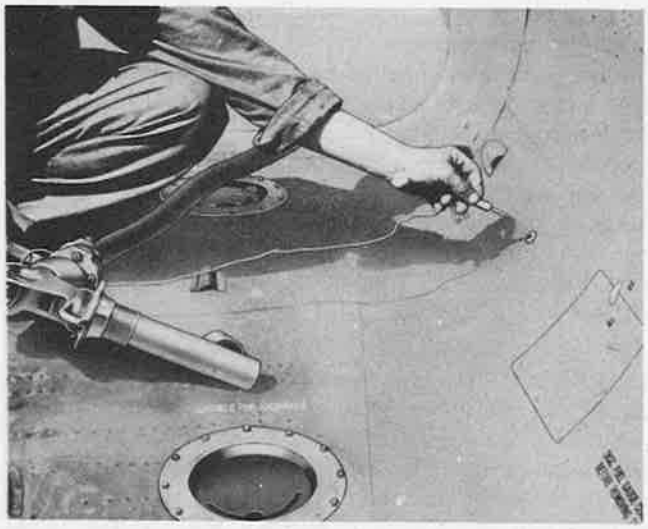

Figure 69—Bonding Fuel Discharge Nozzle to Airplane
1. INSTALLING FUEL NOZZLE GROUNDING RECEPTACLE.—On all C-47A and on early C-47B airplanes a grounding plug (AN2553) must be installed on each side of the fuselage, on the upper surface of the center wing. The location in both cases must be within 4 feet of the two filler caps and should be near a frame. On later C-47B airplanes a Mallory B111745X receptacle is installed. (Figure 69.)